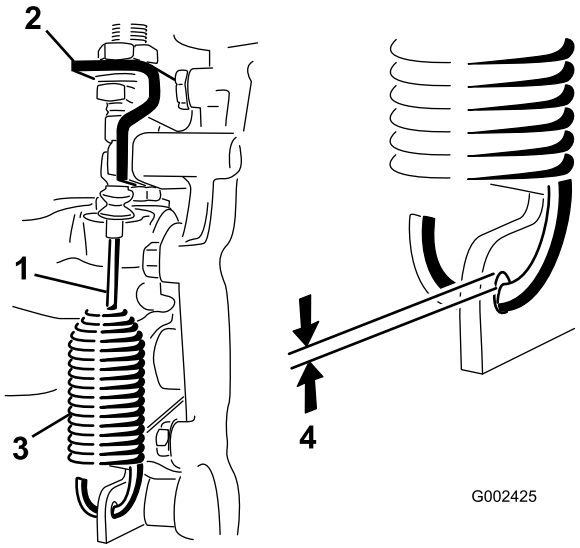

Figur 52
2. Løsn de kontramøtrikker, der fastgør differentialelåsens kabel til beslaget på gearkassen (Figur 52).